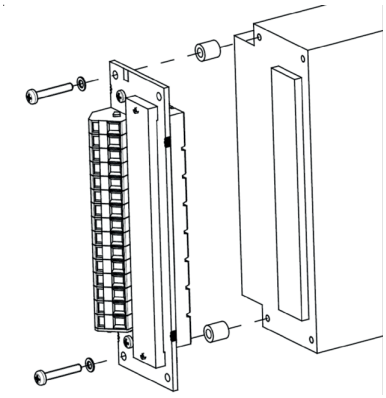

*Fig. 46*
– Cage clamp adapter HZZ00144-G; see fig. 46